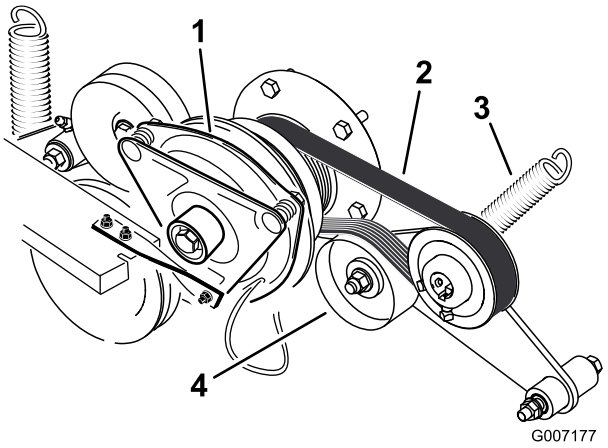

Rysunek 71
3. Zdejmij sprężynę z ramienia koła pasowego luźnego (Rysunek 71).
4. Załóż nowy pasek wokół silnika i koła pasowego pompy wodnej (Rysunek 71).
6. Załóż sprężynę na ramię koła pasowego luźnego (Rysunek 71).